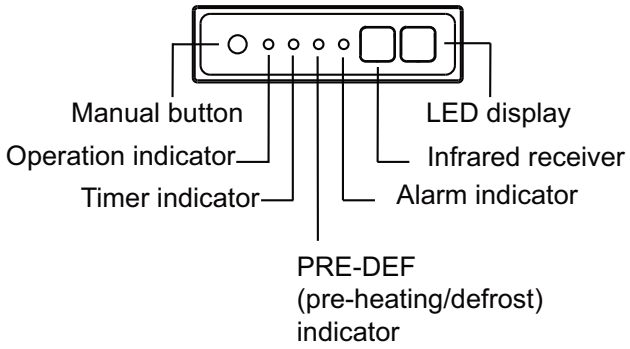

Fig. 19 —IR (Infrared) Receiver Display Panel
- **This display panel on the indoor unit can be used to operate the unit in case the remote control has been misplaced or is out of batteries. See Fig. 19.**